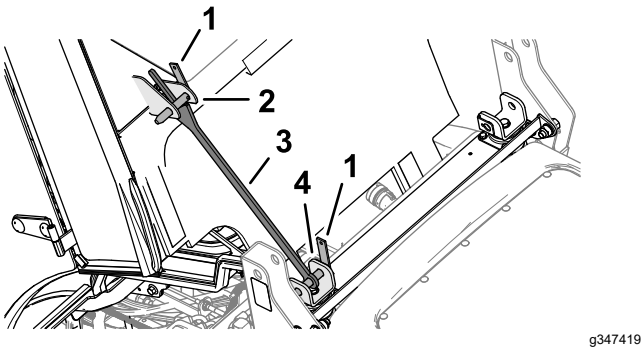

Bild 23
8. Drehen Sie die Sicherheitsstützhalterung der Kabine in Richtung Kabine, so dass sie zwischen den Flanschen des Kabinenrahmens ausgerichtet ist und an der Rückseite des Kabinenrahmens anliegt (Bild 23).
9. Stecken Sie den anderen Verriegelungsstift durch die Löcher im Flansch des Kabinenrahmens und sichern Sie den Verriegelungsstift mit dem Splint (Bild 23) an den Flanschen.